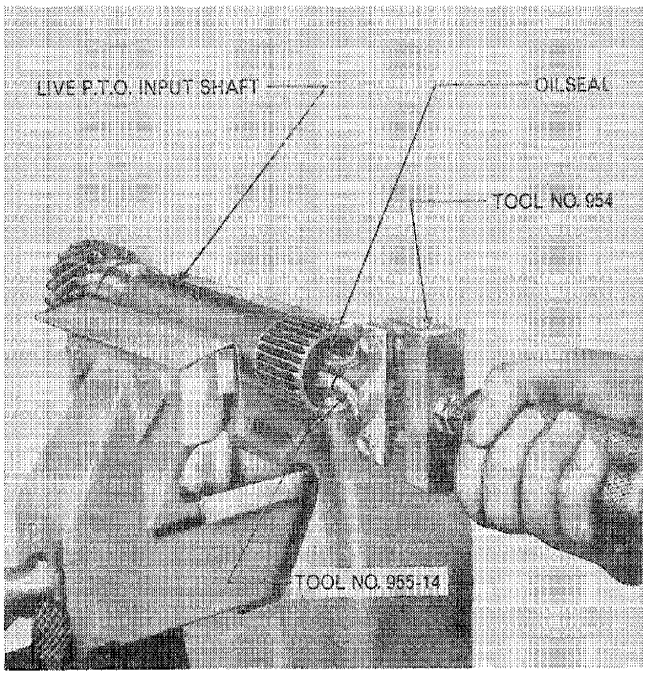

Figure 9
f. If necessary, remove the front oil seal and needle roller bearing from the Live P.T.O. input shaft, withdrawing seal and bearing in one operation, using Tools Nos. 954 and 955-14, Figure 9.